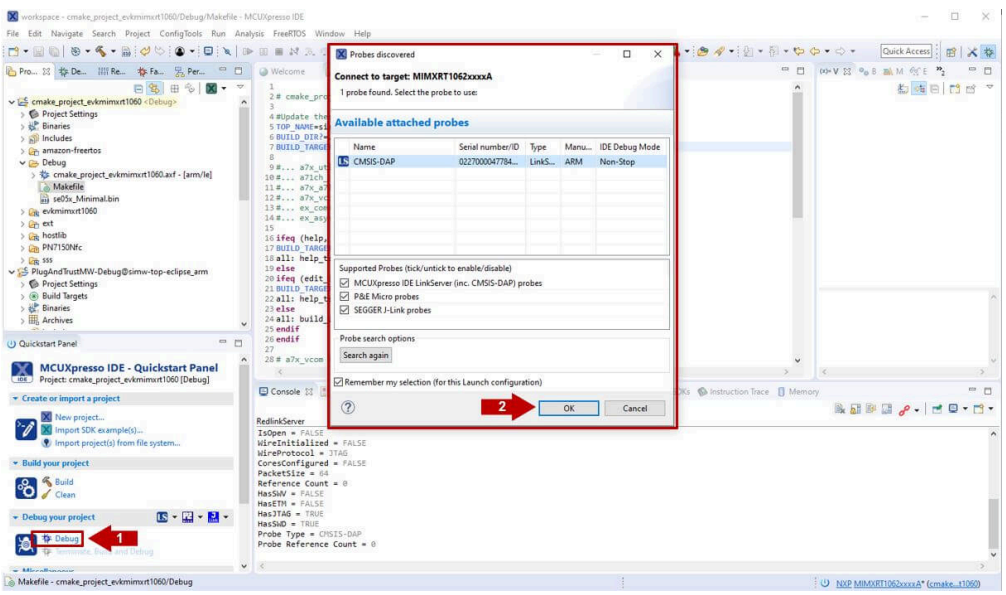

Figure 49. Debug `se05x_minimal` project example
4. Go to the MCUXpresso Quickstart Panel and (1) click on the ***Debug*** button as shown in Figure 49. If there is more than one probe attached, you have to (2) select the CMSIS-DAP debug probe from the list. Wait a few seconds until the project executes: